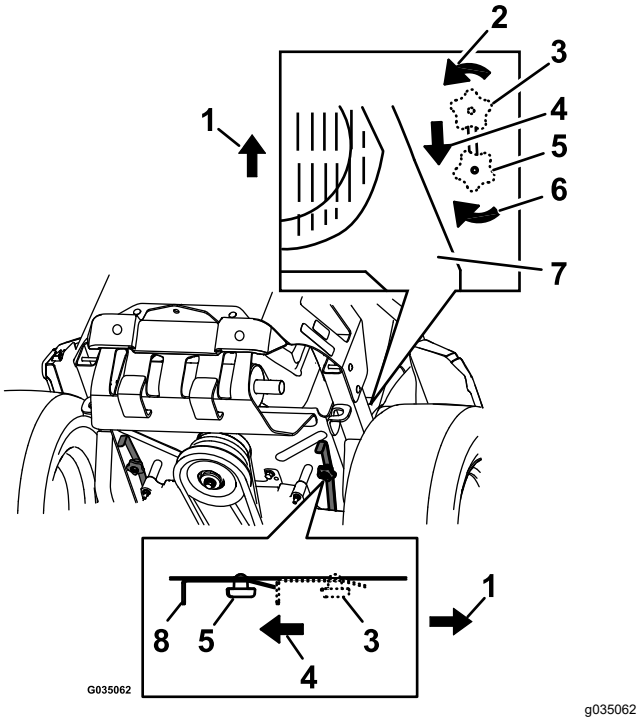

**Figuur 33**
4. Om de machine te duwen, moet u beide omloophendels naar achteren brengen en vergrendelen (Figuur 33).
6. Om de machine in te schakelen, moet u de omloophendels naar de VOORSTE stand brengen en vergrendelen (Figuur 33).